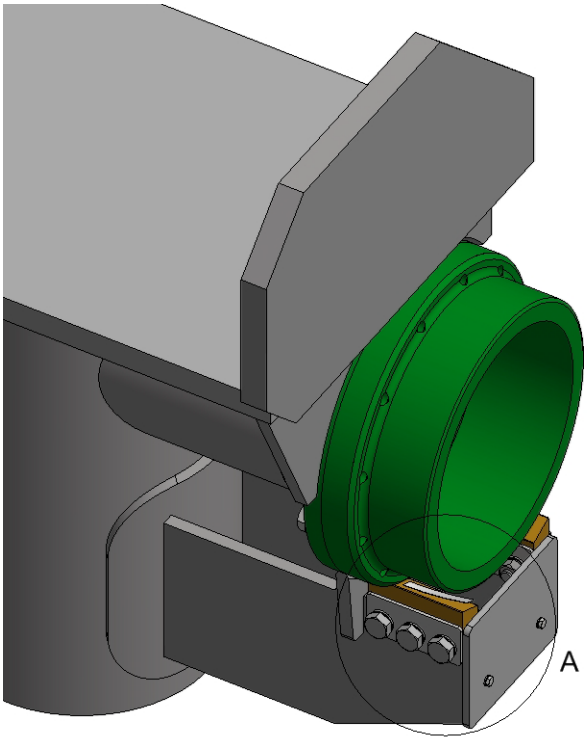

Figure 2
1. Place hexagonal bolts (7) and washers (8) in outer washer plate (6), through the vertical bearing plate (13) and slide bearing (5).
2. Place inner washer plate (6), washers (8) and hexagonal nuts (9).
3. Measure space between slide bearing (5) and swivel outerbody (14) with feeler gauge (see figure 2). Gap between outerbody (14) and slide bearing (5) shall be between 0 and 0.5 mm.
4. If necessary, distance shall be filled up underneath the slide bearing (5) with shims (1…4) until gap between slide bearing and outerbody is between 0 and 0.5 mm.
5. Tighten hexagonal nuts (9) with a torque wrench according values table 1.
7. Place cover plate (12) and mount hexagonal screws (10) and washers (11).
1. Measure space between slide bearing (5) and swivel outerbody (14) with feeler gauge (see figure 2). Gap between outerbody (14) and slide bearing (5) shall be between 0 and 0.5 mm.
3. Dismount hexagonal screws (10), washers (11) and remove cover plate (12).
4. Loosen hexagonal bolts (7).